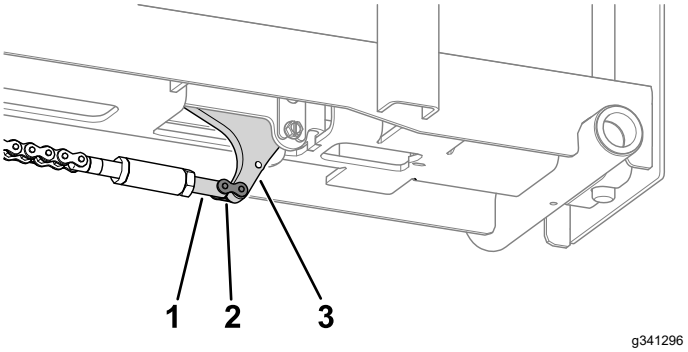

Rysunek 14
8. Użyj ogniwa łańcucha, aby zamocować śrubę rzymską ogniwa łańcucha do ogranicznika koła (Rysunek 14).